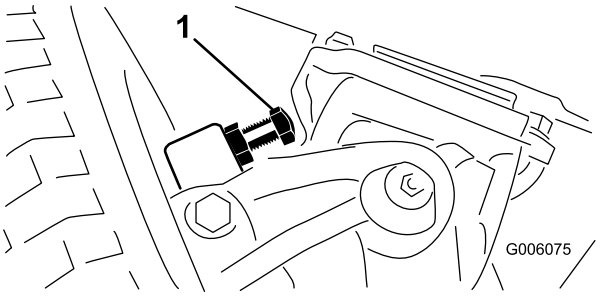

Figur 72
1. Skru boltene ind eller ud, indtil frigangen på 2,3 mm opnås (Figur 72).